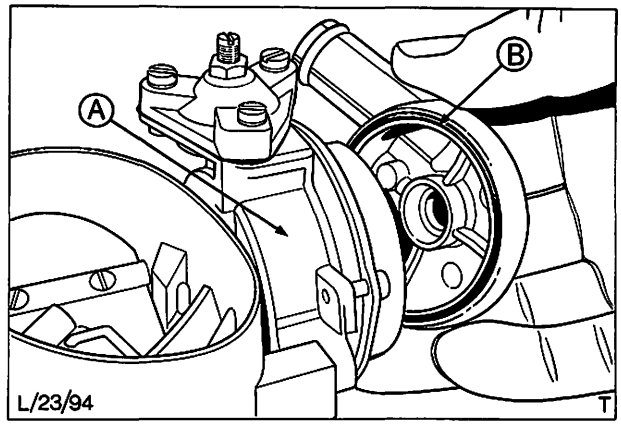

Abb. 75 Äußeres Wassergehäuse der Startautomatik abbauen
5. Äußeres Wassergehäuse der Startautomatik nach Entfernen der mittleren Halteschraube abbauen und so hoch wie möglich vom Vergaser weglegen, Abb. 75. O-Ring des Wassergehäuses entfernen.